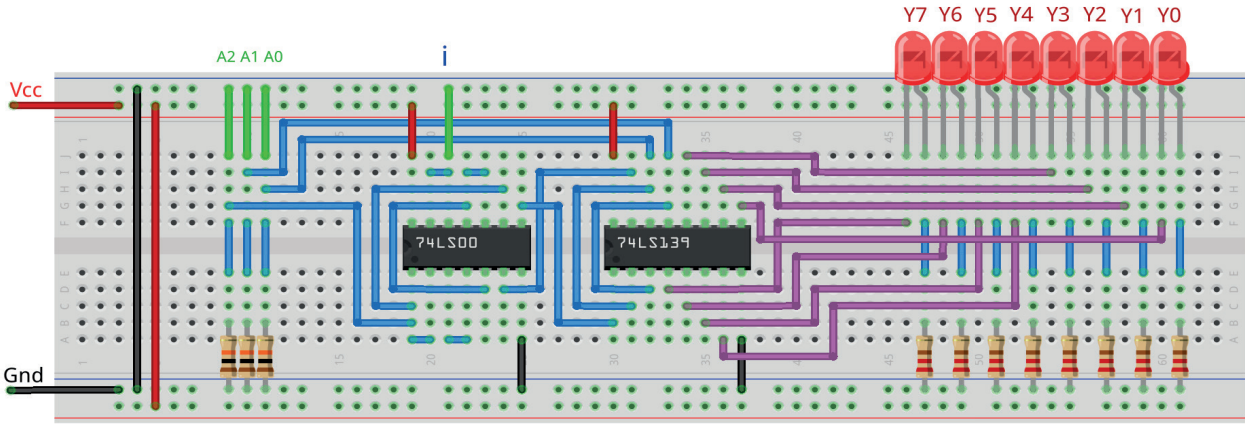

Figura 8.22 – Disposição dos componentes na placa de montagem.
1. Monte o circuito na placa de montagem, conforme figura 8.22.